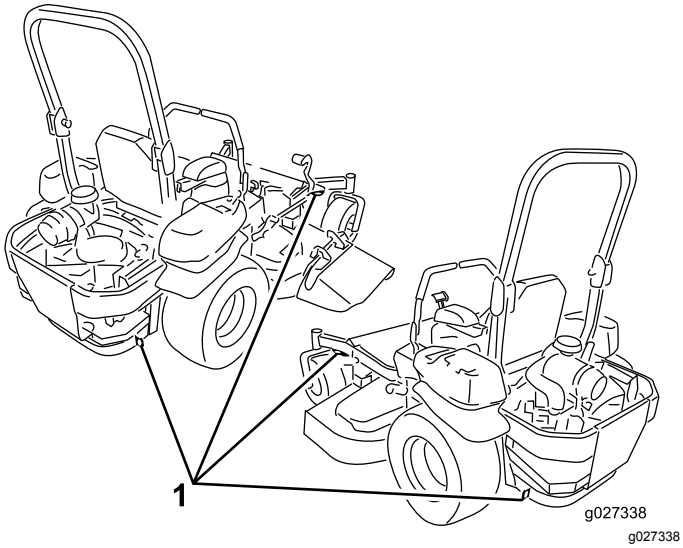

Figur 39
5. Brug bindepunktsøjerne af på maskinen til at fastgøre maskinen til anhængeren eller lastbilen med stropper, kæder, kabler eller reb (Figur 39).